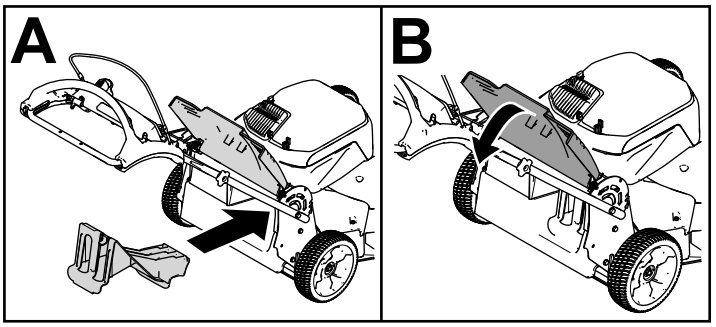

Figura 17
- Si el tapón de descarga trasera no está instalado, sujételo por el asa, eleve el deflector trasero e introdúzcalo en el conducto de descarga trasera hasta que el enganche encaje en su sitio; consulte Figura 17.
Importante: **Asegúrese de que el tapón de descarga trasera está colocado antes de reciclar los recortes (Figura 17).**